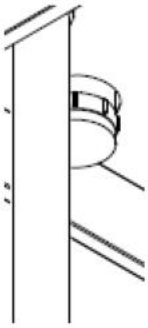

рис. 9.4
• Подсоедините резиновую трубку (X) к крану слива (Y) и откройте его, рис. 9.4, 9.5